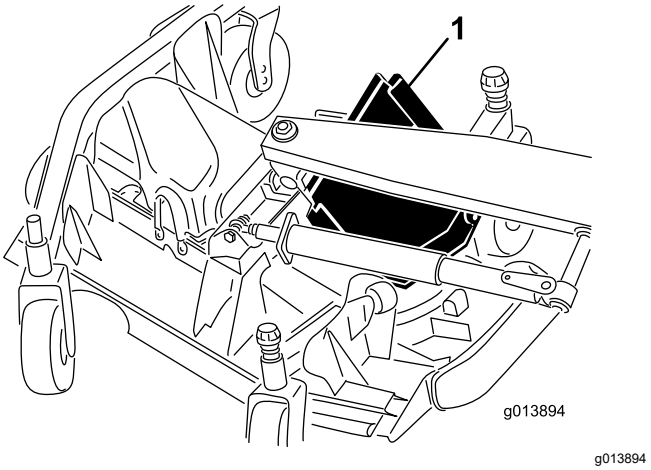

Figuur 79
6. Hef de voorste rand op en leid deze tussen de hefarm en de rol om te verwijderen (Figuur 79).